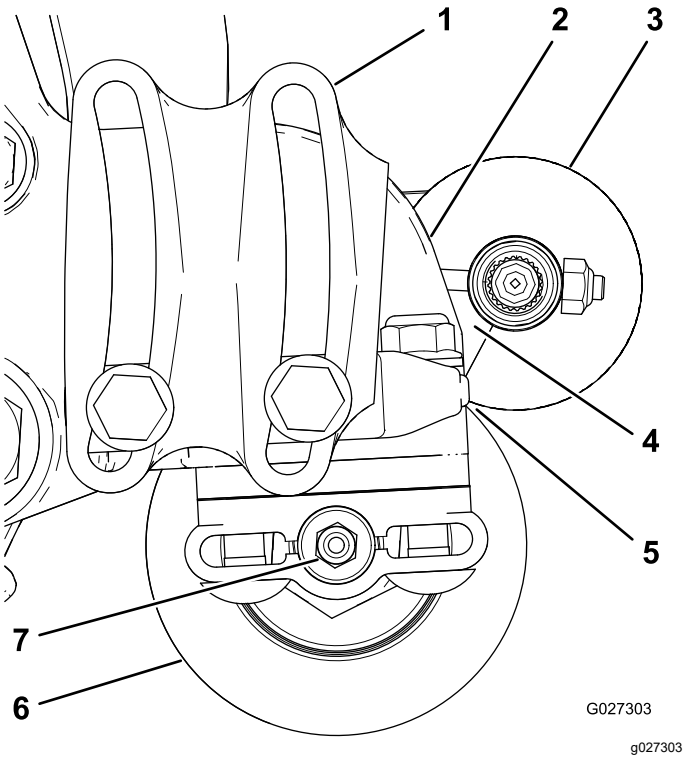

Figure 14
2. Positionnez la brosse de sorte qu'elle touche ou appuie à peine sur le rouleau arrière (Figure 14).